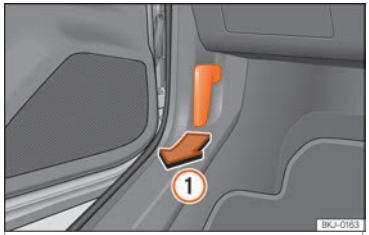

Fig. 196 Alavanca de desbloqueio no espaço para a zona dos pés do condutor.
• Abra a porta e puxe pelo manípulo que existe debaixo do painel de instrumentos ››› Fig. 196 ①.